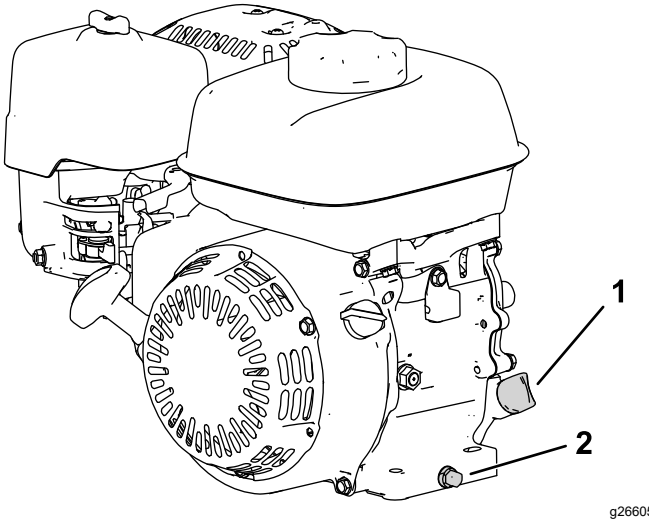

图 15
2. 调整机器使发动机保持水平并清洁加油管周围的区域图 15。
3. 拆下排油塞 图 15。